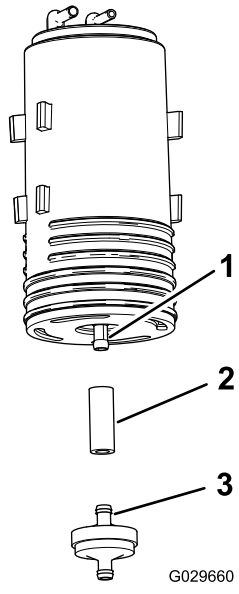

Figur 46
4. Ta bort kolkanisterfiltret och den korta slangsektionen från den nedre kopplingen på den gamla kolkanistern (Figur 46).
5. Anslut slangen till den nedre kopplingen på den nya kolkanistern (Figur 46).
6. För in det nya kolkanisterfiltrets koppling i slangen (Figur 46).